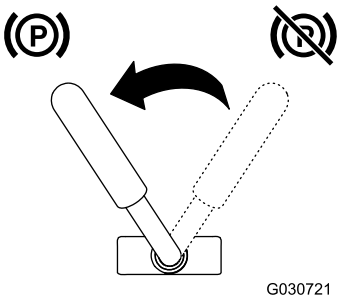

Rysunek 15
- Aby załączyć hamulec postojowy, przekręć dźwignię w lewo (Rysunek 15).